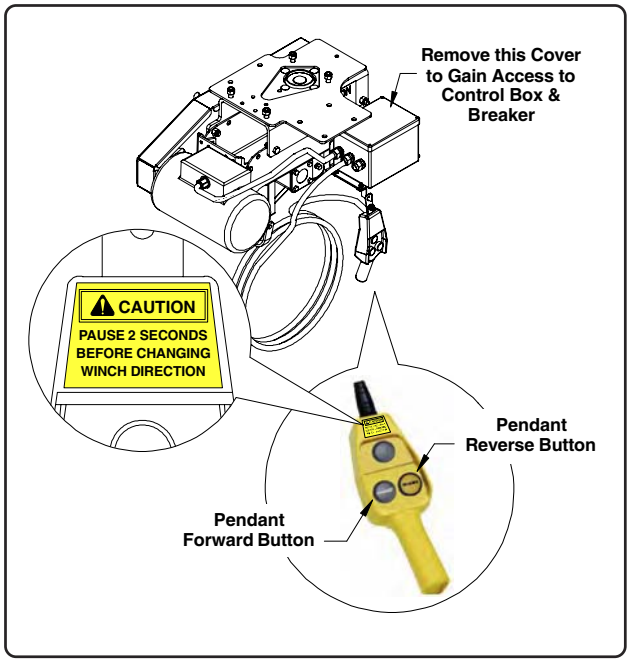

Fig. 14A
1. Remove the cover from the control panel box (See Fig. 14A).
The winch pendant has a Forward and Reverse button that operate's winch direction (See Fig. 14A). Typically "Forward" is used to raise the auger and "Reverse" is used to lower the auger.